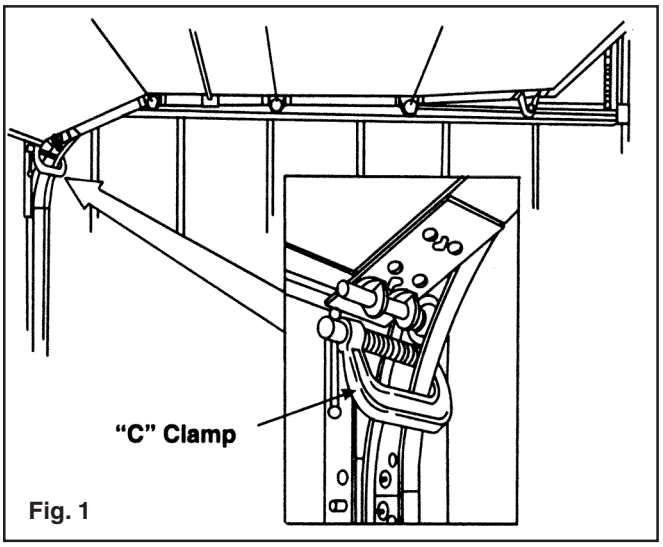

Fig. 1
**Step 1a:** Raise the door to the full open position. Place "C" clamps or locking pliers tightly on both sides of the track under the door so the door is held securely in place. With the door fully open, most spring tension has been removed. (FIG. 1)